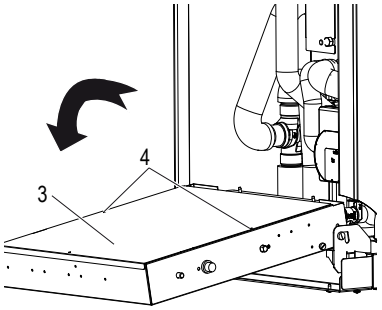

fig. 19 - come ruotare la scatola elettrica
- ruotare in avanti (fig. 19) rimuovere la lamiera di copertura posteriore (part. 3 - fig. 19) fissata con 2 viti (part. 4 - fig. 19).